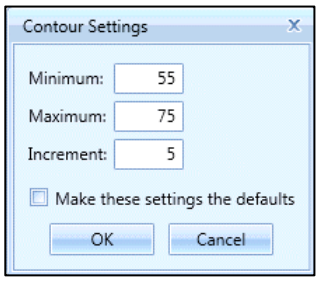

Figure 5-27 Contour Settings Dialog
3. The *Contour Settings* dialog is displayed (Figure 5-27).